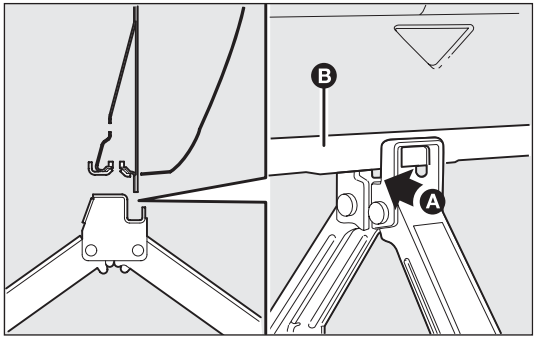

fig. 137
- ❒ operate the jack with the handle and extend it so that groove A-fig. 137 of the jack fits correctly onto lower profile B on the sidemember;